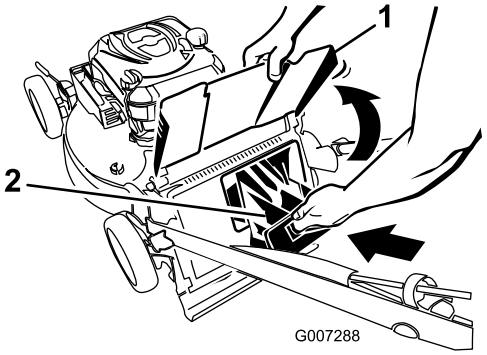
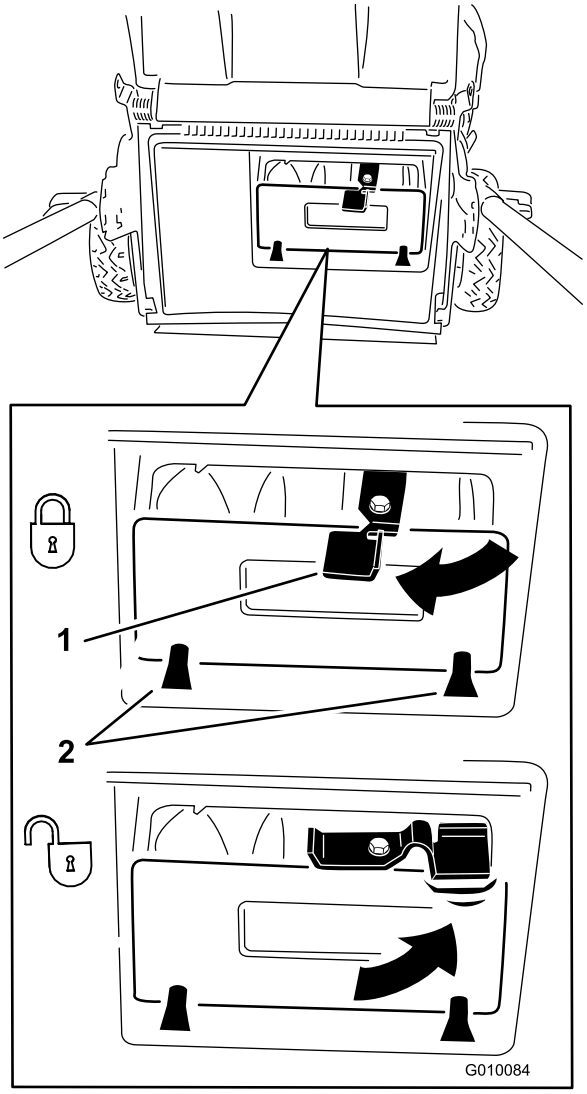

**Figuur 25**
**Figuur 26**
**Belangrijk: Zorg ervoor dat de afsluiter van het achteruitwerpkanaal is geplaatst en vergrendeld. De afsluiter vergrendelen: Breng de afvoergeleider omhoog (Figuur 25), duw de afsluiter stevig naar binnen tot deze vastklikt en draai de hendel op de afsluiter linksom (Figuur 26).**